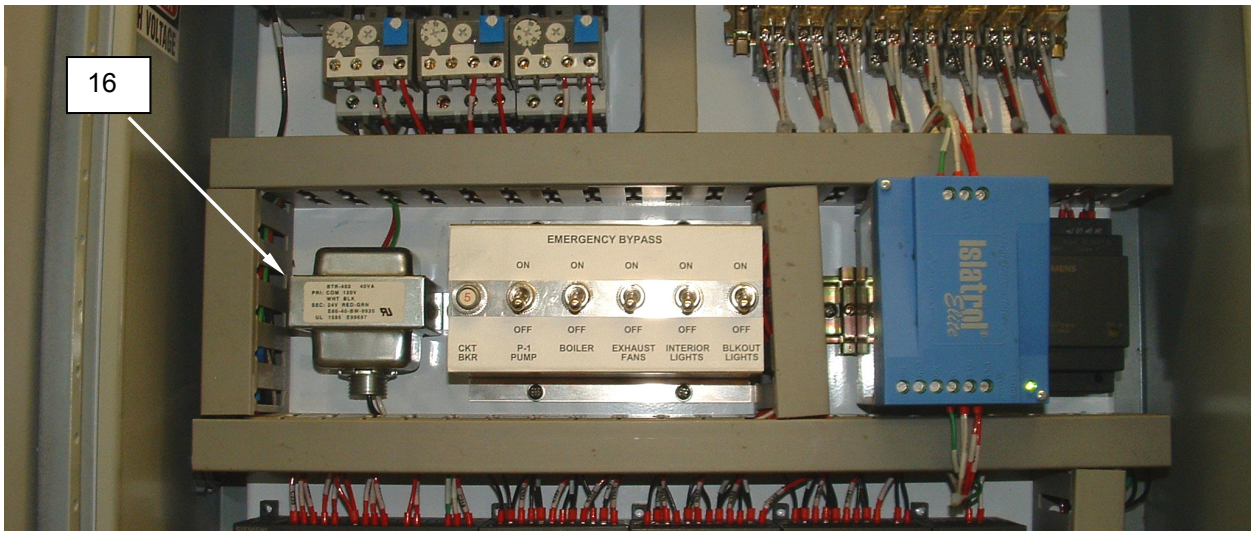

Figure 9. Replace the Control Transformer.
3. Remove the fasteners retaining the transformer **(Figure 9, Item 16)** to the PLC enclosure, and remove the transformer.
4. Locate the termination of the wiring from the transformer **(Figure 9, Item 16)**, and tag and disconnect the wiring from the transformer.
5. Connect the replacement transformer **(Figure 9, Item 16)** wiring as tagged.
6. Install the replacement transformer **(Figure 9, Item 16)**, and retain in place with fasteners in the PLC enclosure.